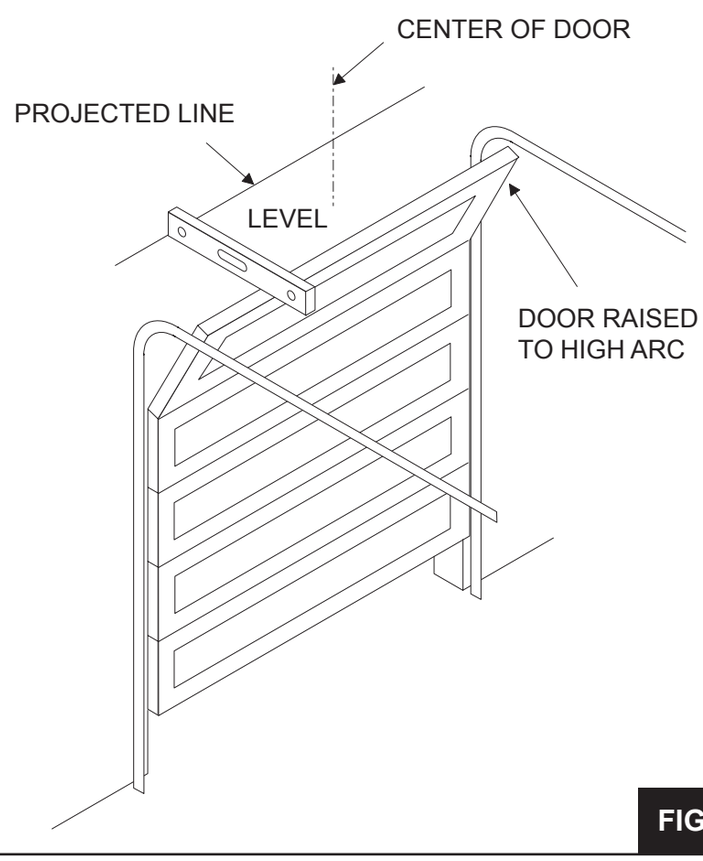

FIGURE 8
2. Slowly raise the garage door and observe the action of the top section. When the top section reaches the highest point (high arc), use a level and project a line from this point to the center of the door (See **Figure 8**).
3. Refer to **Figure 8**. Depress the Limit Nut Retaining Bracket away from the slots in the limit nuts. Turn the Close Limit Nut on the shaft until it engages the Close Limit Switch. The switch will sound an audible "click" when engaged. If there are auxiliary switches present, the limit switch will be the second "click." Release the Retaining Bracket and be sure that it engages in slots of both limit nuts.